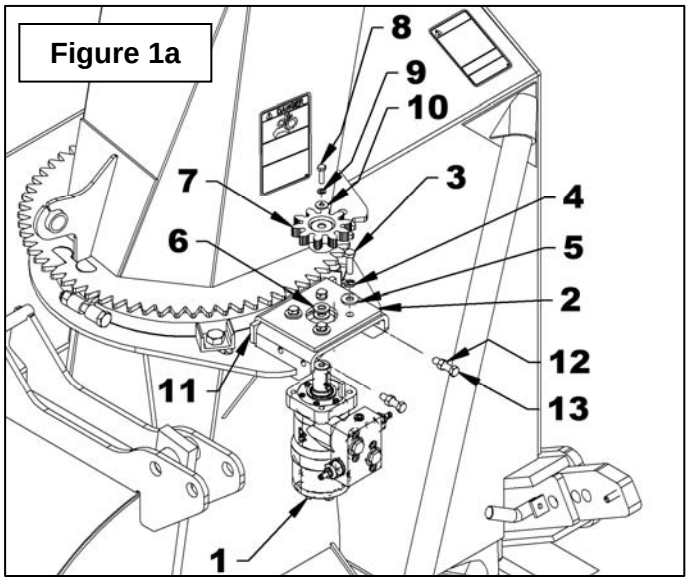

Figure 1a
2. **Figure 1a:** Install the motor greased gear (item 7) with the key, the 1/4"NC x 1" lg bolt (item 8), the 1/4" lockwasher and the 1/4" flat washer (items 9-10), and the two 12mm flat washers (item 6) between the motor shaft end and the gear (item 7). Tighten according to the ***"Torque Specification Table"***.
6. **Figure 1a**: Reinstall the gear and the cover (item 13) with four 5/16" x 1" bolts (item 14), 3/8" flat washers (item 15) on the outside and 5/16" serrated flange nuts (item 16) on the inside. Tighten according to the ***"Torque Specification Table"***.